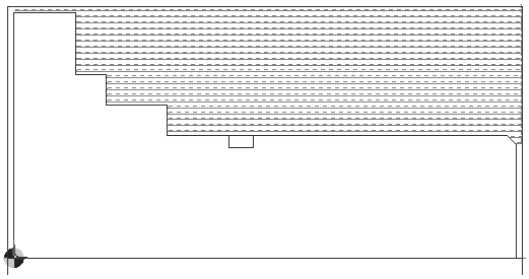

Figure 7-48 *Rough turn toolpath generated*
9. You are prompted to digitise the billet or the start point of the cycle. Right-click to accept the default parameter. The rough-turn toolpath will be generated, as shown in Figure 7-48.